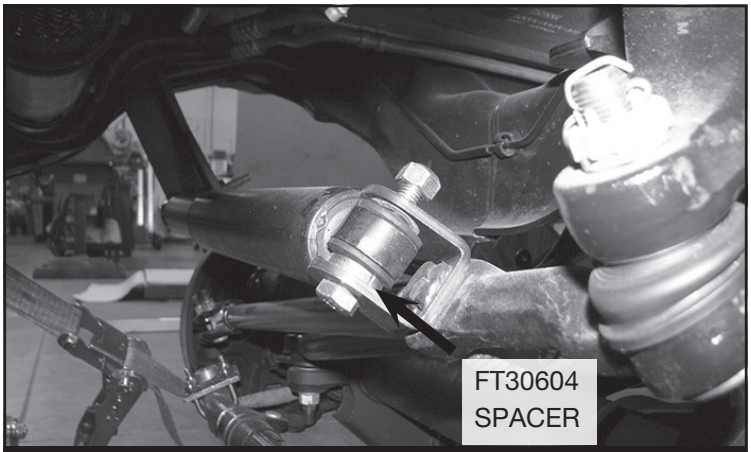

FIGURE 21 - STEP 27
27. Install FT30686 (Stabilizer Clevis) on the factory steering stabilizer using the supplied M12 hardware. **NOTE: Install FT30604 (spacer) like shown in the figure below.** Install the stabilizer using the supplied 1/2” washer and nut to the drag link. Using the factory hardware install the tapered end into the new Fabtech bracket. Torque to 127 ft-lbs. **SEE FIGURE 21**